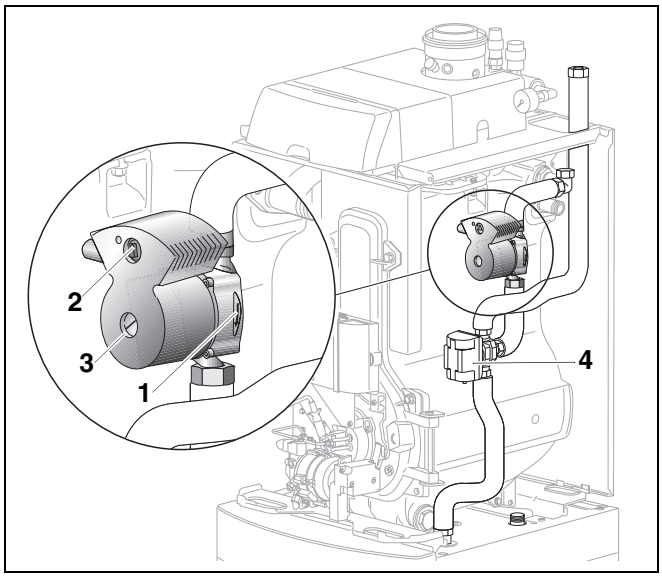

Rys. 17 Pompa obiegowa
- Skontrolować kierunek przepływu w pompie obiegowej, strzałka (rys. 17, **poz. 1**) musi być skierowana w dół.
- Uważać, aby przy odkręcaniu śruby konserwacyjnej (rys. 17, **poz. 3**) na zawór trójdrogowy (rys. 17, **poz. 4**) nie kapała woda.
spowodowane poluzowaniem śruby konserwacyjnej (rys. 17, strona 15) na pompie obiegowej przy gorącym kotle grzewczym.